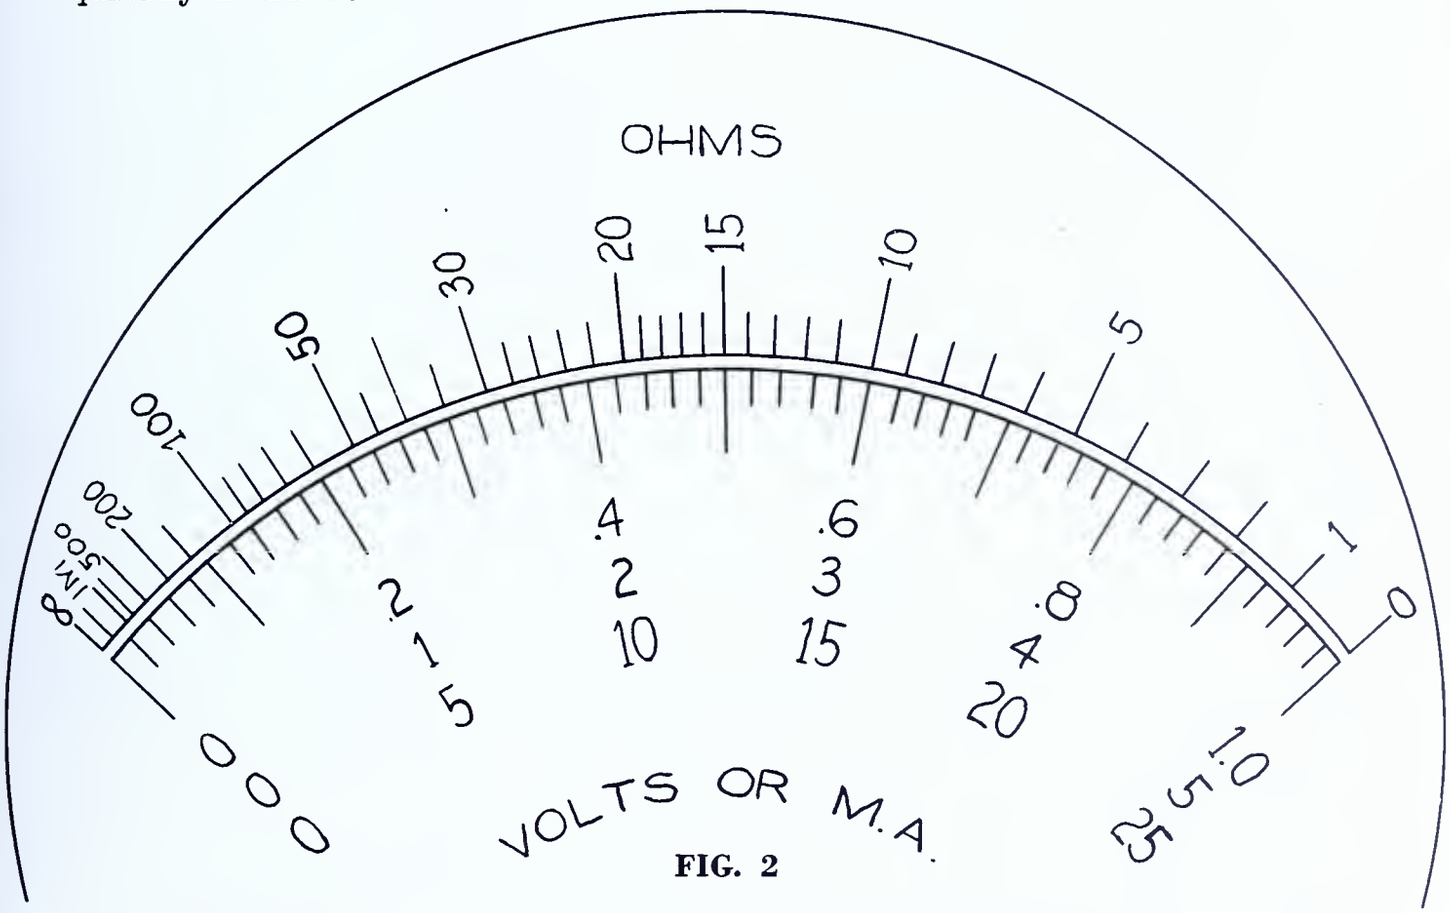

FIG. 2
Every tenth line on the scale of Fig. 2 is numbered 1, 2, 5 or some decimal multiple or sub-division of one of those numbers. See lower section of scale, Fig. 2, labeled "Volts or M.A." (Milliamperes).
3. Mentally "spot" this reading on the multi-range scale of Fig. 2.